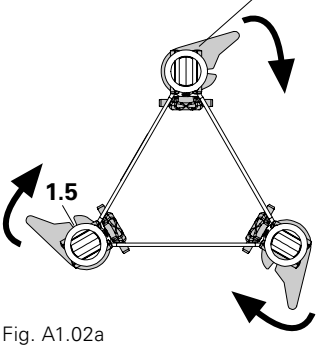

Fig. A1.02a
4. Close chord couplings: turn back locking mechanism by 90° until safety hook locks into the notch (1.5). (Fig. A1.02a)